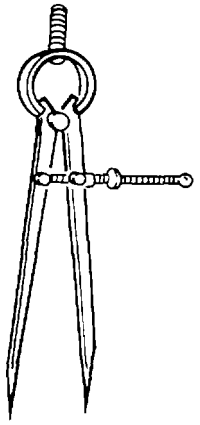

Figure 3-21. Spring Divider
(1) Spring divider. A spring divider consists of two sharp points at the end of straight legs, held apart by a spring and adjusted by means of a screw and nut. The spring divider is available in sizes from 3 to 10 inches in length. It is shown in figure 3-21.